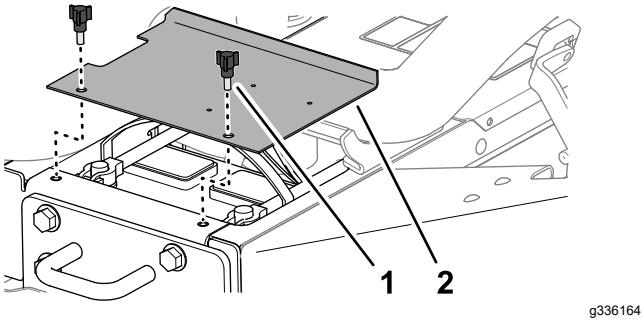

Figur 57
1. Åbn låsene i venstre side og højre side af motorhjelmen (Figur 57).